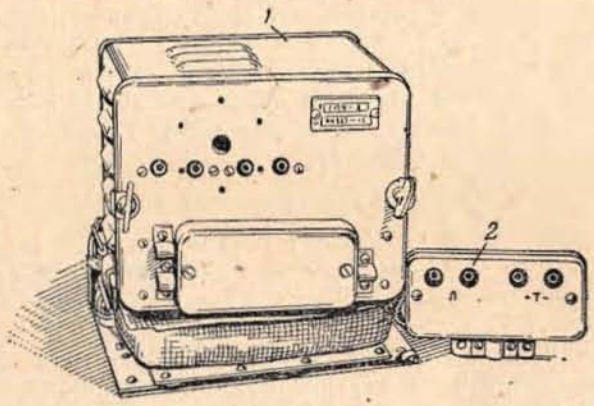

Рис. 79. Общий вид самолетного переговорного устройства СПУ-2ММ
1) усилителя (рис. 79);
2) абонентской колодки (см. рис. 79);